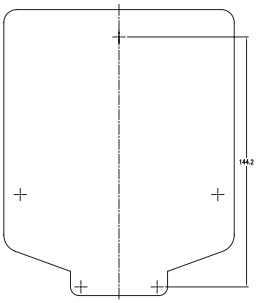

Figura 1: Utilice la plantilla de montaje (incluida)
- Utilice la plantilla de montaje (incluida) para marcar la posición de los tornillos de montaje en la pared. *Consulte la figura 1.*